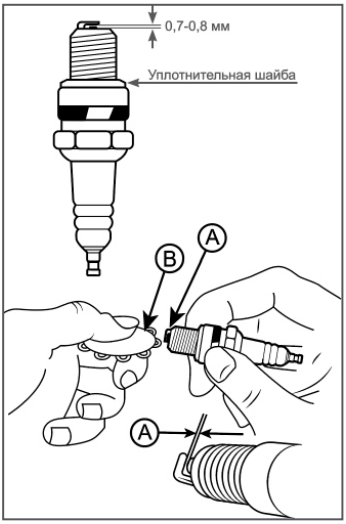

Рис. 15 Обслуживание свечи зажигания
4. Измерьте зазор А между электродами свечи зажигания специальным щупом В (Рис. 15). Зазор должен быть 0,6-0,7 мм. При увеличении или уменьшении требуемого зазора рекомендуется заменить свечу, так как регулировка зазора может привести к изменению качества искрообразования.